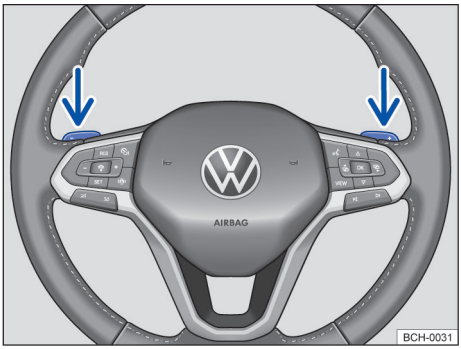

Fig. 91 Volante com seletores basculantes do Tiptronic.
– Puxar o seletor basculante direito → Fig. 91 na direção do volante para aumentar a marcha.